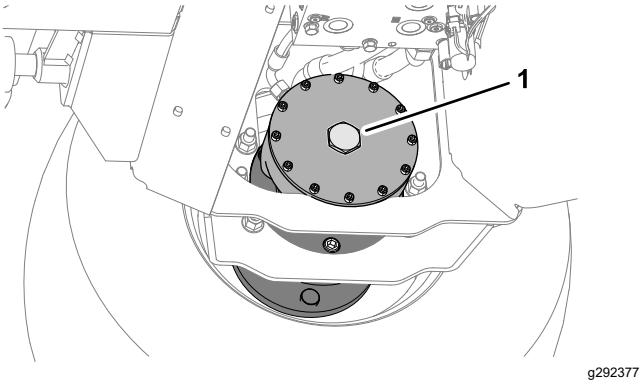

Figur 41
5. På høyre side, identifiser bremseskiveenheten på forhjulsmotoren, og fjern sekskantpluggen (Figur 41).